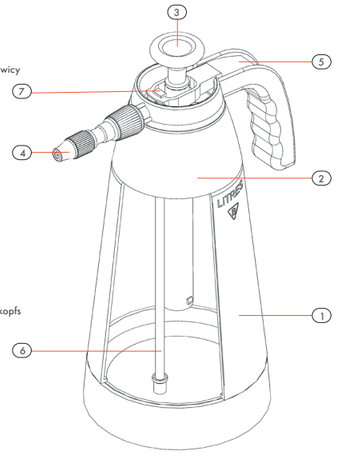

Rys.1 / Fig.1 / Abb.1 / Рис.1
Rurka ssąca (rys. 1/poz. 6) odłączona od głowicy (rys. 1/poz. 2).	Odkręcić głowicę (rys. 1/poz. 2) i sprawdzić czy jest w niej obsadzona rurka ssąca (rys. 1/poz. 6). Jeśli nie – obsadzić.
Zapchany filtr na rurce ssącej (rys. 1/poz. 6).	Odkręcić głowicę (rys. 1/poz. 2) i sprawdzić czy filtr na rurce ssącej (rys. 1/poz. 6) jest czysty. Jeśli nie – oczyścić.
Brak blokady dźwigni (rys. 1/poz. 7).	Zgłosić się do serwisu Kwazar Corporation.
Blokada dźwigni (rys. 1/poz. 7) spadła.	Zainstalować ponownie blokadę dźwigni (rys. 1/poz. 7).
Blokada dźwigni (rys. 1/poz. 7) połamała się.	Zgłosić się do serwisu Kwazar Corporation po nową blokadę dźwigni (rys. 1/poz. 7).
The following actions should be performed with the tank filled with water to its rated capacity - see technical data table. Screw in the head (fig.1/pos.2) and press the piston rod several times (fig.1/pos.3) in order for the safety valve to open automatically (fig.1/pos.4). If the valve operates correctly, the valve pin (fig.1/post.4) will lift upwards (the valve will open), which will be accompanied with the sound of escaping air. **Always depressurise the tank before removing the head!!!** In order to depressurise the tank (fig.1/pos.1), pull the safety valve pin (fig.1/pos.4) and hold it in this position for at least 5 seconds, until the tank is completely depressurised. **Do not block or modify the safety valve.**
Remove the head (fig.1/pos.2) and pour in the spray liquid prepared in accordance with the manufacturer's recommendations. Screw the head back in (fig.1/pos.2). Move the sprayer to the work site. With the piston rod (fig.1/pos.3) pump the sprayer (around 20 full motions) until the safety valve operates (fig.1/pos.4). Aim the spraying nut (fig.1/pos.6) at the sprayed area and press the head valve lever (fig.1/pos.5). With the spraying nut you can regulate the output stream. By tightening or loosening the nut you can achieve various spraying degrees - from mist to continuous stream.
Depressurise the tank (fig.1/pos.1) by pulling the safety valve pin (fig.1/pos.4). Remove the head (fig.1/pos.2), pour clean water into the tank (fig.1/pos.1, approx. 0.25 of the tank capacity), screw in the head (fig.1/pos.2) until sealed and pump the tank. Conduct some spraying in order to rinse the device's spraying system. After you finish, depressurise the tank (fig.1/pos.1) and remove the head (fig.1/pos.2). Remove the remaining water from the tank. The sprayer should be stored **WITHOUT PRESSURE** in the temperature between +5°C and +35°C, in a shaded place, away from heaters and out of reach of children. It is recommended to loosen the head from the tank (fig.1/ pos.2).
No o-ring Ø 28x2 seal in the pump body (fig. 1/pos. 16) or seal damaged.	Remove the head (fig. 1/pos. 2) and pump body (fig. 1/pos. 16). Check the seal on the pump body (fig. 1/pos. 16). Replace if damaged.
No o-ring Ø 20x2.5 seal on the piston rod (fig. 1/pos. 3) or seal damaged.	Remove the head (fig. 1/pos. 2) and pump body (fig. 1/pos. 16). Check the seal on the piston rod (fig. 1/pos. 3). Replace if damaged.
No head seal (fig. 1/pos. 15) on the pump body (fig. 1/pos. 16) or seal damaged.	Remove the head (fig. 1/pos. 2) and pump body (fig. 1/pos. 16). Check the head seal on the pump body (fig. 1/pos. 15). Replace if damaged.
Tighten the nut (fig. 1/pos. 8) until leak-tight.
Suction tube (fig. 1/pos. 9) detached from the head (fig. 1/pos. 2).	Remove the head (fig. 1/pos. 2) and check if the suction tube is attached (fig. 1/pos. 9). If not - attach it.